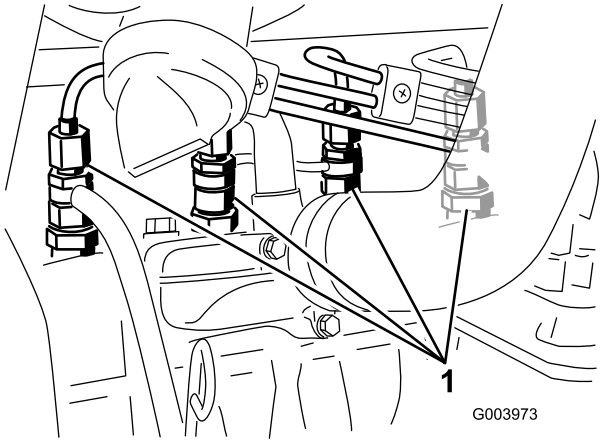

Figur 56
1. Løsn rørforbindelsen til indsprøjtningsenhed nr. 1 og holderen (Figur 56).